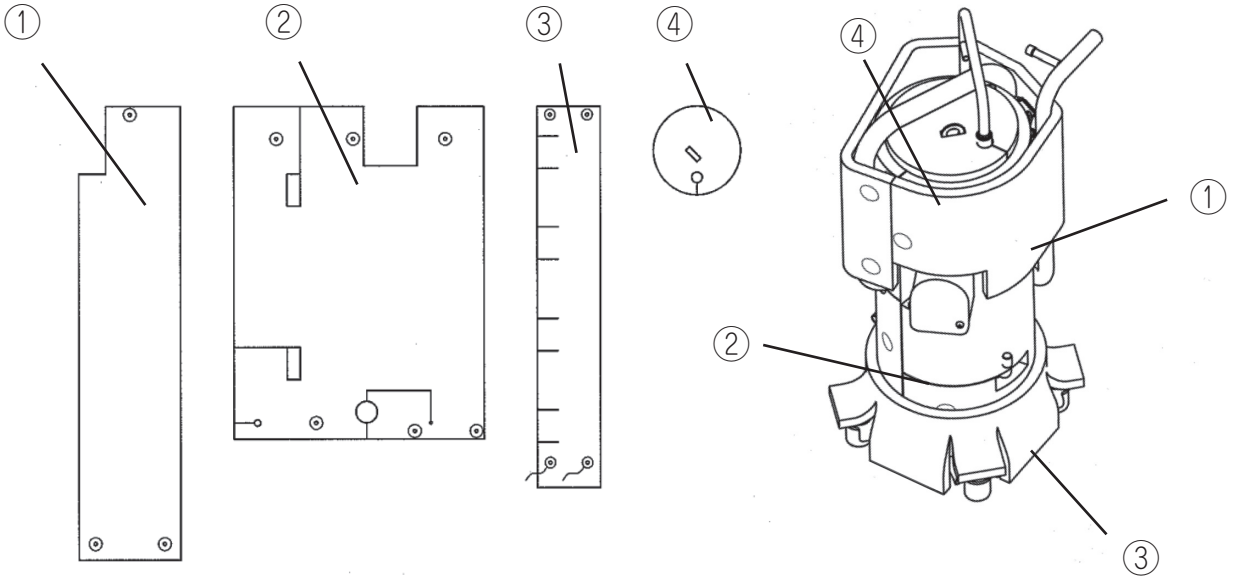

図1　吸音断熱材
(1) 図1に示す，圧縮機の吸音断熱材を取り外してください。